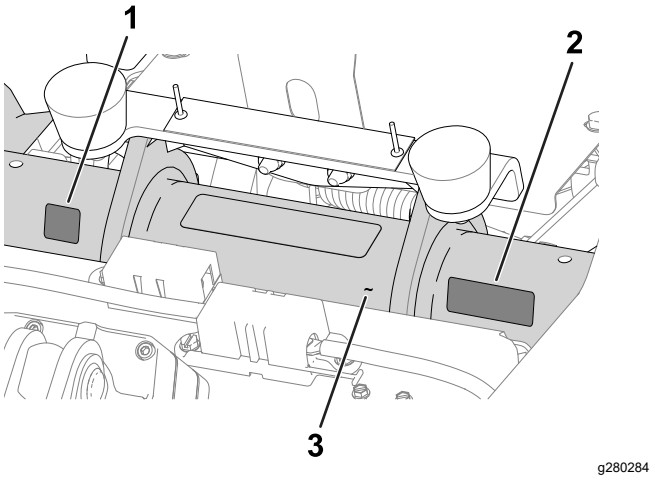

**Figur 11**
- **Mærkat for produktionsår** og **CE-mærkat**: Påfør mærkaterne på stelrøret under sædet og serienummerpladen. Se Figur 11.